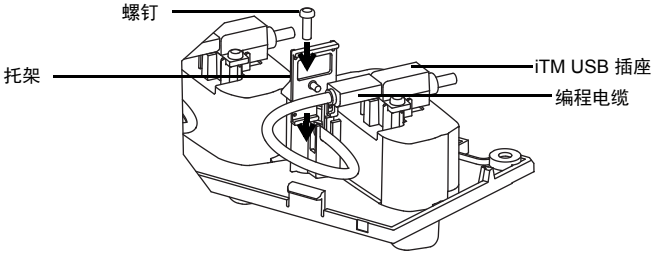

图 13：固定编程电缆。
4. 固定塑料托架和螺钉，以固定编程电缆 （请参阅图 13）。